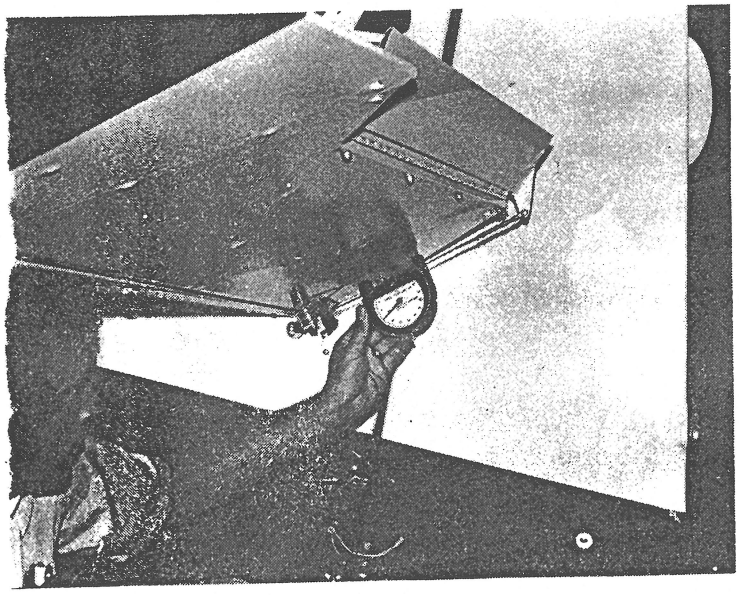

FIGURE 5-13.
c. With elevator in neutral, set tension by use of turnbuckles. (See Figure 5-13)